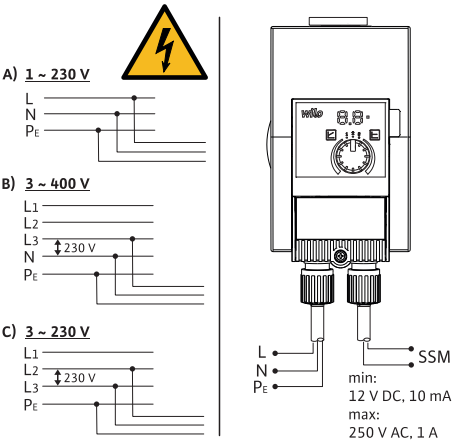

Fig. 3: Mogućnosti priključivanja
- Priključivati na niskonaponske mreže od 230 V. Pri povezivanju na IT mreže (Isolet Terre oblik mreže) obavezno osigurati da napon između faza (L1–L2, L2–L3, L3–L1 ➔ Fig. 3) ne prelazi 230 V.